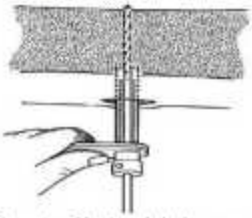

Figura 9: Penetración total de la segunda corteza.
8. Asegúrese de que la broca penetre completamente la segunda corteza (Figura 9).